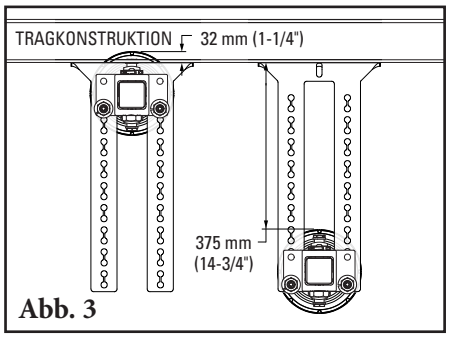

Abb. 3
3. **Montagewinkel ansetzen.** Kann an vorhandenen Befestigungslöchern der Tragrolle montiert werden. Der maximale Einstellbereich an den Winkeln ist 32 mm (1-1/4") über der oberen Kante oder 375 mm (14-3/4") unter der oberen Kante (Abb. 3).